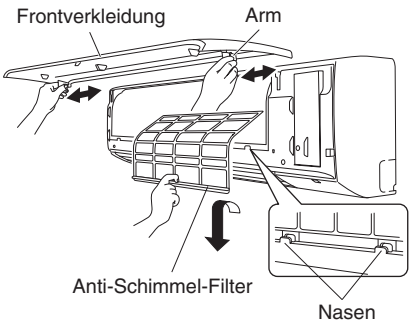

Abb. 3-12
Wenn die Frontverkleidung sich nicht abnehmen lässt, die Verkleidung an beiden Enden fassen und ein wenig anheben. Die Verkleidung zum Lösen des linken Arms nach links drücken und zum Lösen des rechten Arms nach rechts. (Abb. 3-12)
(2) Den Anti-Schimmel-Filter ein wenig anheben, um ihn von den Nasen an der Einheit zu lösen, und dann nach unten ziehen, um ihn von der Einheit zu entfernen. (Abb. 3-12)